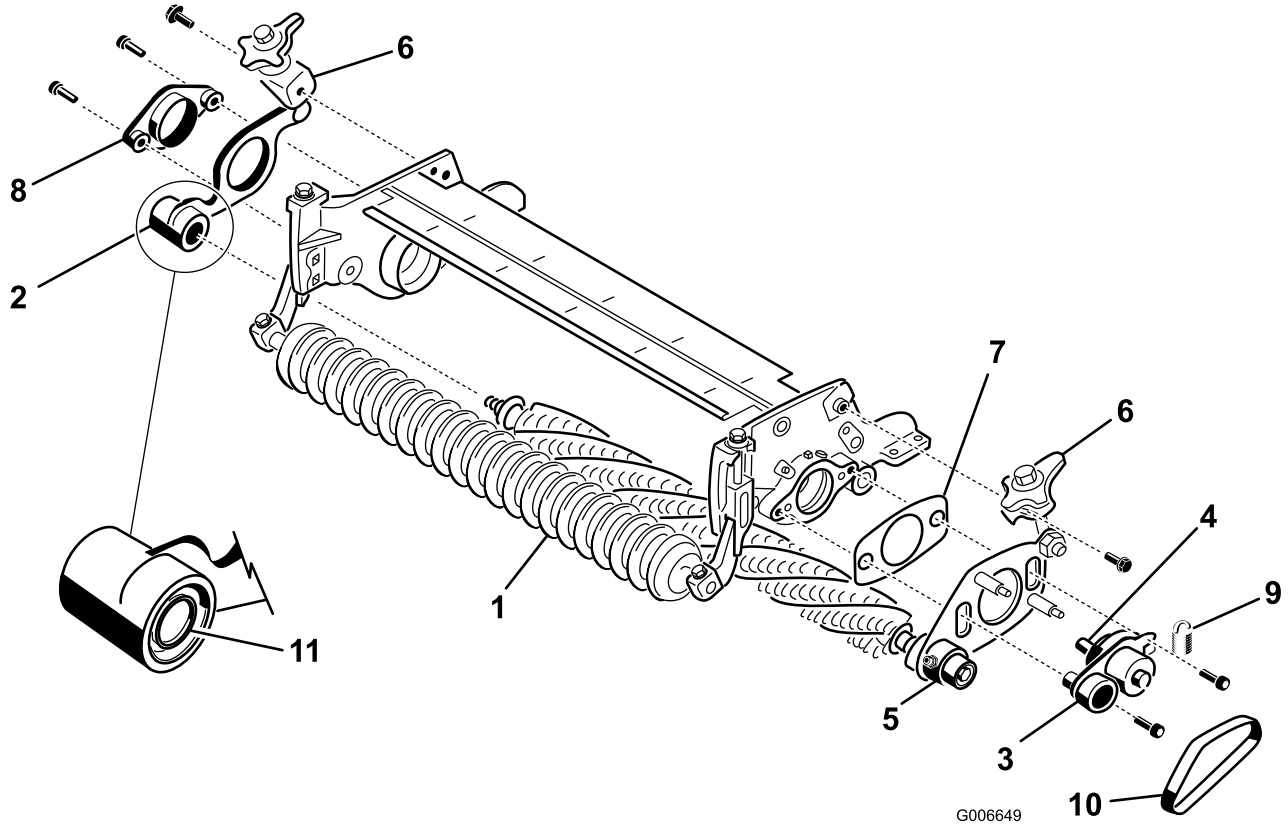

Figure 24
21. Du côté **opposé à l'entraînement** de l'ensemble groomer, retirez la plaque de l'ensemble arbre du groomer (Figure 24).
23. Du côté entraînement du plateau de coupe, montez le moyeu de pivot, la plaque de groomer côté entraînement et la cale sur la plaque latérale du plateau de coupe avec (2) vis à tête creuse de 3/8 x 1 pouce (Figure 24). Appliquez du Loctite bleu sur les filets des vis avant la pose.
24. Montez la plaque de groomer du côté opposé à l'entraînement sur l'arbre de groomer (Figure 24). Veillez à ne pas déloger le ressort de joint.
25. Fixez le moyeu de pivot du côté opposé à l'entraînement à la plaque latérale du plateau de coupe au moyen de (2) vis (3/8 x 1 po) (Figure 24). Appliquez du Loctite bleu sur les filets des vis avant la pose.
27. Montez les leviers de levage rapide sur les plaques latérales avec les boulons à embase (3/8 x 3/4 po) (Figure 24).
28. Montez la courroie de groomer sur les poulies (Figure 24). Assurez-vous que les nervures de la courroie sont correctement engagées dans les gorges de chaque poulie.